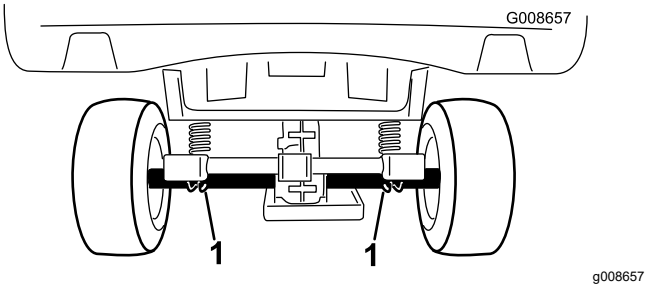

Figur 24
- Lyftpunkten baktill på maskinen sitter under axelrören (Figur 24).